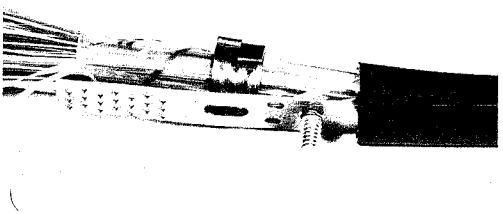

Fig. 2 — Z Bond Clamp Insertion
4.06 Insert the whole curved portion of the Z Bond Clamp between the core wrap and the aluminum shield on the opposite side to the slit. (See Fig. 2).